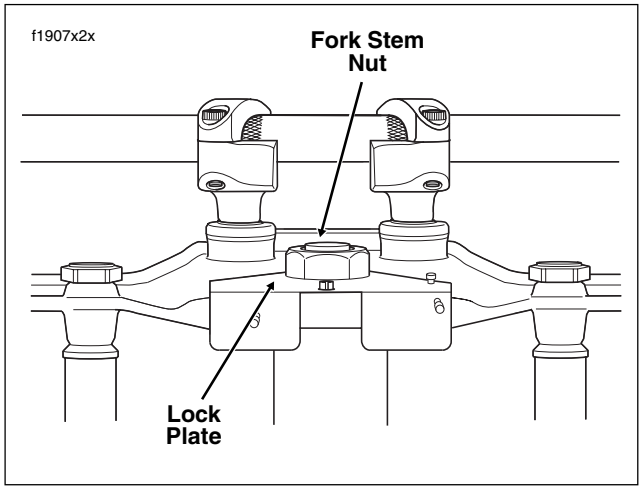

Figure 2-85. Fork Stem Nut
3. Bend tab on lock plate away from flat of fork stem nut. Loosen the fork stem nut. See Figure 2-85.
2. Install upper fork bracket and fork stem nut. Tighten nut to 60-80 ft-lbs (81-109 Nm). Bend the lockplate tab against the nut flat. See Figure 2-85.